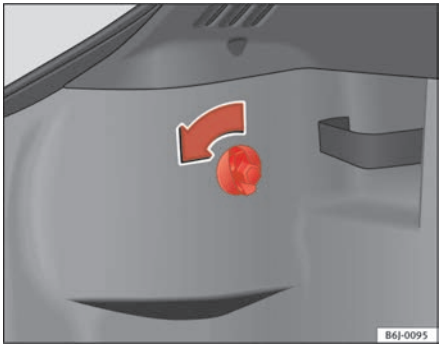

Fig. 144 Access to rear lights
– Turn the bolt in the direction of the arrow, by hand or with a screwdriver ⇒ fig. 144. ▶
– Remove the connector from housing (A) ⇒ page 216, fig. 144.